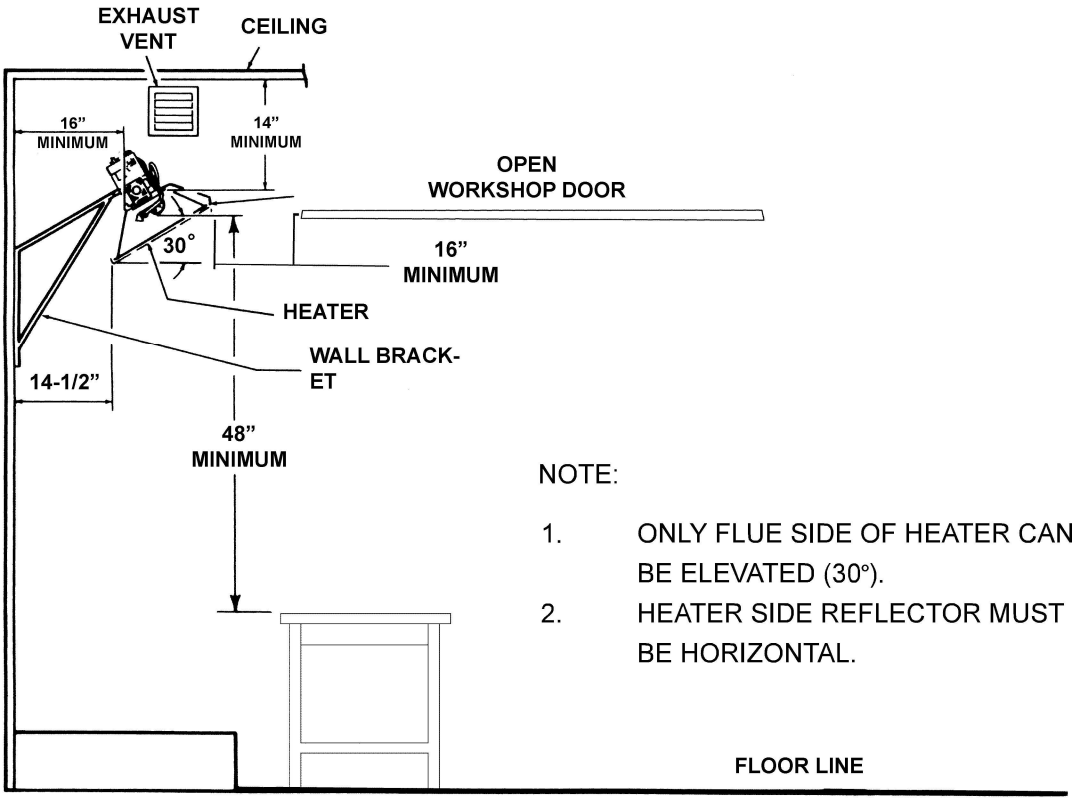

Figure 2. Installation Clearances to Combustible Surfaces
Maintain clearances as shown in Figure 2 or on heater nameplate.
⚠ **WARNING:** Maintain clearances as shown in Figure 2 or on heater nameplate.
- The required minimum clearances to combustible surfaces are illustrated in Figure 2 and Table 3. As shown on Figure 2, the front of the heater is installed at the minimum required clearance to combustible surfaces and toward open space, and then the other sides must have a minimum clearance of 16 inches to combustible surfaces.